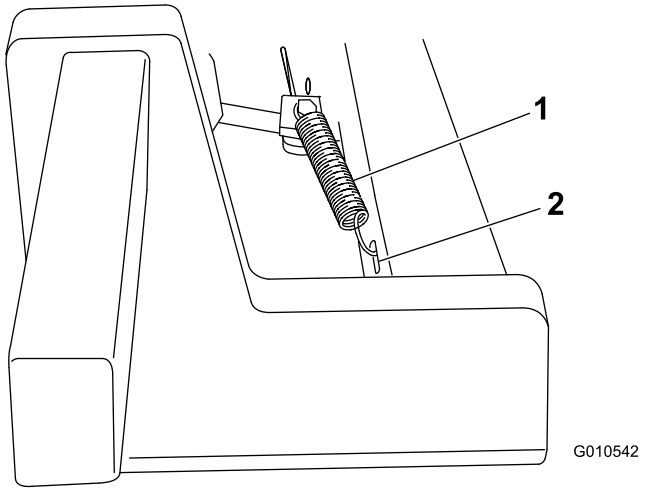

Figuur 4
6. Verwijder de borgpennen uit de gaffelpennen waarmee de remhouders zijn bevestigd en werp de borgpennen weg. Houd de gaffelpen op zijn plaats en bevestig het korte uiteinde van de veer in de opening van de gaffelpen om de onderdelen bij elkaar te houden. Sluit het andere uiteinde van de veer aan op de sleufgaten in de hefarmen (Figuur 4).